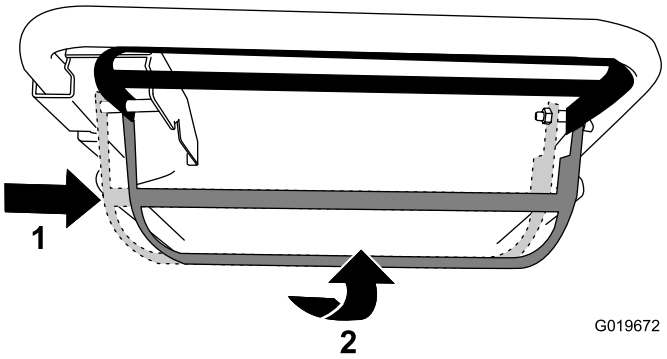

Figuur 17
- **Om de zelfaandrijving te gebruiken en het maaimes in te schakelen:**Beweeg de bedieningsstang van het maaimes helemaal naar rechts en til het naar de handgreep toe (Figuur 17).